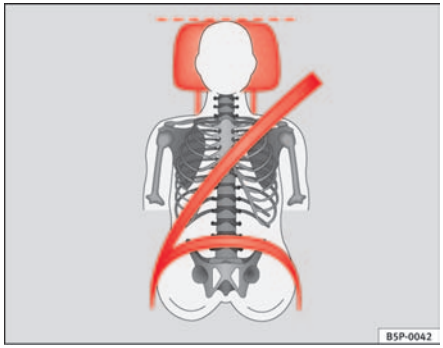
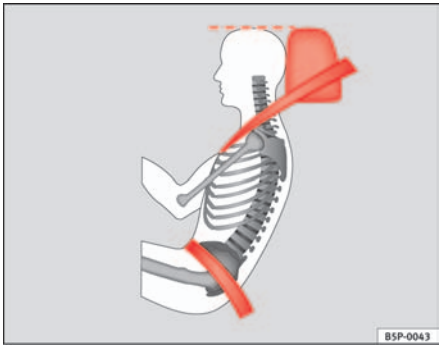

Fig. 90 Viewed from in front: Properly adjusted headrests and proper belt adjustment
Fig. 91 Viewed from side: Properly adjusted headrests and proper belt adjustment
– Adjust the headrest so that its upper edge is at the same level as the top of your head, or as close as possible to the same level as the top of your head and, at a very minimum at eye level ⇒ fig. 90 and ⇒ fig. 91.